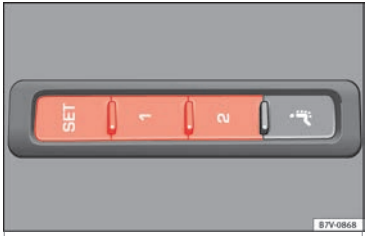

Fig. 157 Memory buttons on the outside of the driver seat
- Keep the SET button held down for more than one second ››› **Fig. 157**.